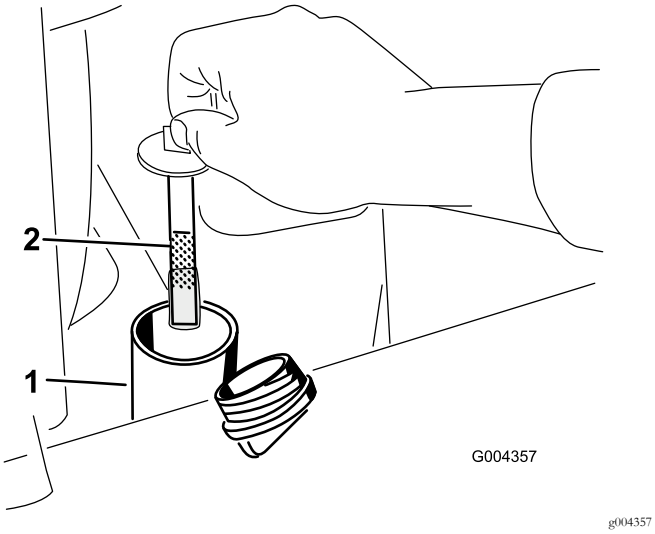

Figuur 60
5. Verwijder de dop van de hydraulische tank en de peilstok (Figuur 60).